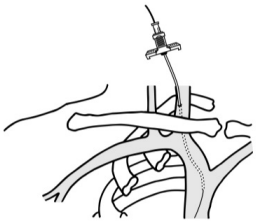

図 1
6)シースイントロデューサのダイレータとシースを一体にして、回転させながら体外のガイドワイヤにかぶせていき、静脈内に進める。最終的にはシースは 2 cm 以上、体外に残す（図 1）。